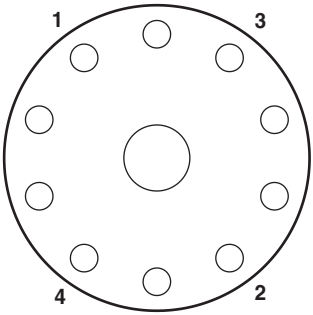

图15 DN125 - DN300
- 在阀杆上施加一个力（最好不要用执行器），依次（参考图15和表2）拧紧阀盖螺母。
- 按照径向相对的顺序（参考图15和表2）使用30%所需要的扭矩来拧紧阀盖螺栓。